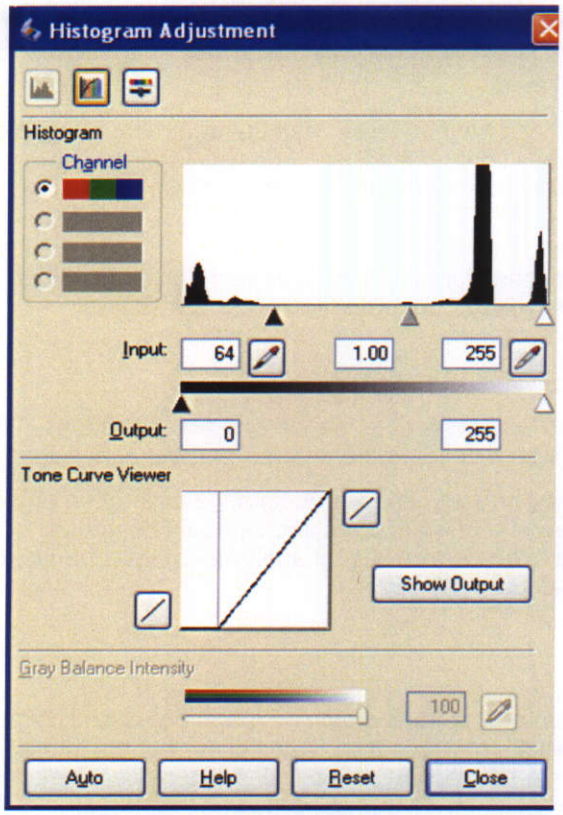

Figure 3-28 Histogram Adjustment
3. In the histogram adjustment window (*Figure 3-28 Histogram Adjustment, page 40*) set input to 64, 1.00, 255. This sets the input range for Optical Densities from about 0 to 1.